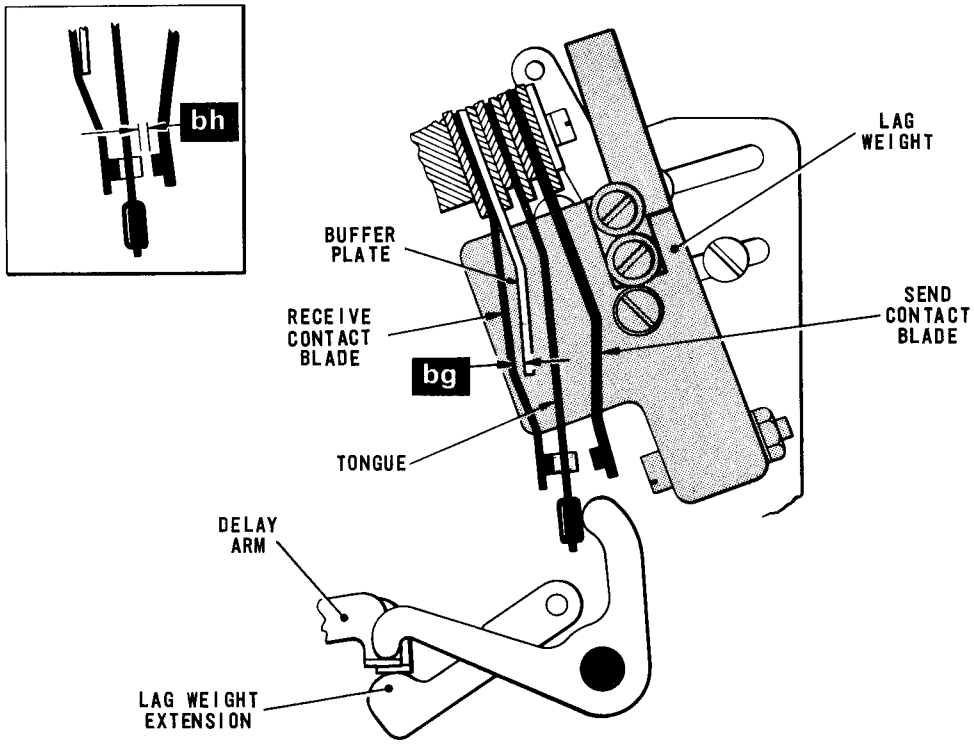

Fig. 4.62 SEND-RECEIVE SWITCH CONTACTS
78.1 With the machine in the rest position and the delay arm, Fig.4.62, fully restored by the crawler clutch and in contact with the lag weight extension, check that there is a clearance of approximately .010 in. (dimension 'bg') between the receive contact blade and its buffer plate.
79.1 With the machine in the rest position and the delay arm, Fig.4.62, in contact with the lag weight extension, trip the lag weight by depressing any key on the keyboard. Turn the machine by hand until the translator clutch has completed one revolution and check that the tongue is still touching the send contact blade.
80.4 Place a .025 in. clip (Creed Part No. TA1384) over the end of the tongue, Fig.4.62, and run out the letters code (MMMMM) for about 30 seconds. Check that a single trace appears at the beginning of the transmission and a second trace at the end. If no spurious traces appear, disconnect the TDMS from the send-receive switch.